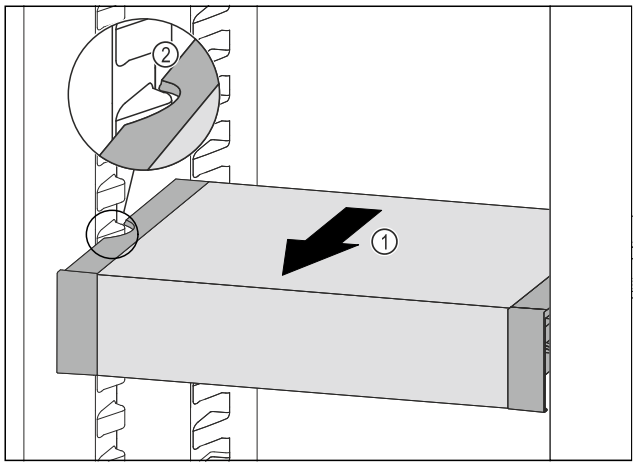

Fig. 103
▶ Trageți în față VarioSafe *Fig. 103 (1)*, până când degajările laterale ale VarioSafe se află la înălțimea nervurii recipientului din frigider. *Fig. 103 (2)*